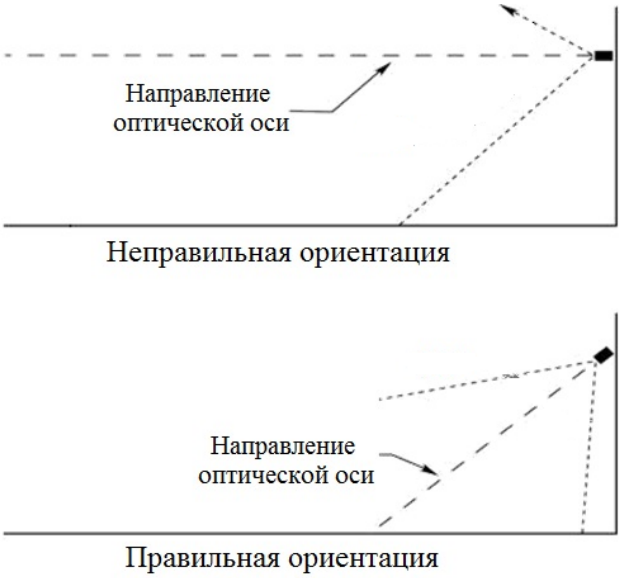

Рисунок 2 − Установка термокожуха с ИК-подсветкой по отношению к горизонту
- ИК-подсветку рекомендуется нацеливать на объект по нисходящей под углом к горизонту, по крайней мере, 10 - 20 градусов (см. рис. 2). Такая установка предотвращает скопление влаги на смотровых окнах.